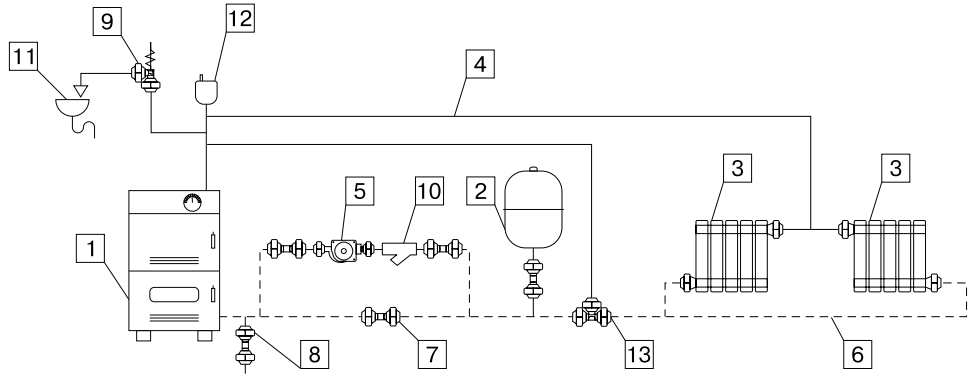
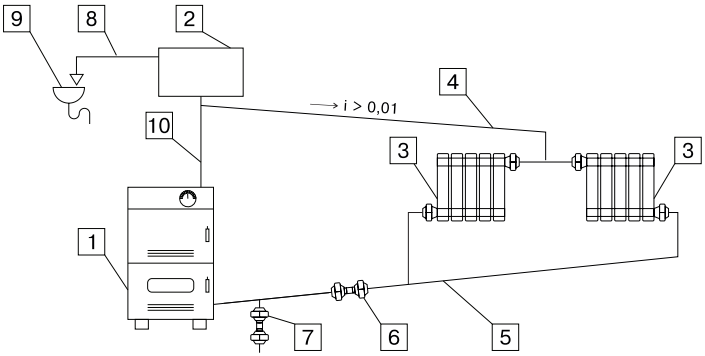

Рис.5 Схема закрытой системы отопления
Рис.6 Схема открытой системы отопления
- Разгонный участок (**Рис.6, поз.10**) должен быть вертикальным и высотой не менее 2 метров;
Типовые схемы монтажа с закрытой и открытой системами отопления представлены на **Рис.5, Рис.6.**